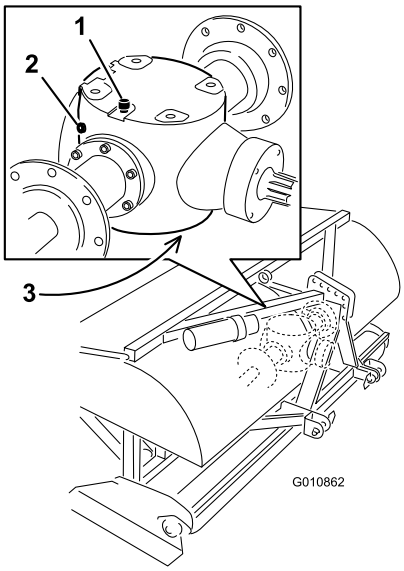

Figur 32
2. Tag kontrolproppen af gearkassen (Figur 32).
3. Sørg for, at olien når op til bunden af kontrolprophullet i gearkassen (Figur 32).
1. Fjern snavs fra udluftnings-/påfyldningsproppen og aftapningsdækslet for at undgå kontaminering (Figur 32).